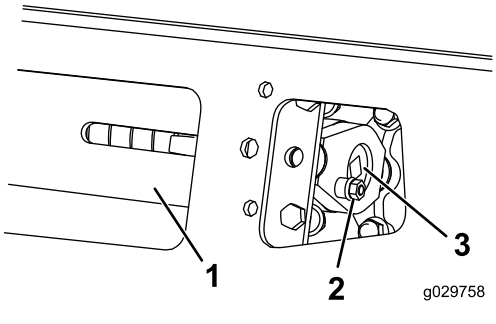

Figura 59
3. Retire el perno de bloqueo, el espaciador y la tuerca (Figura 59).
5. Alinee la muesca más próxima del tornillo tensor con el taladro del perno de bloqueo, y fije el tornillo con el perno de bloqueo y la tuerca (Figura 59).
4. Retire el perno de bloqueo y la tuerca (Figura 59).
5. Usando una llave de carraca de ½", alivie la tensión en la oruga girando el tornillo tensor en sentido horario (Figura 59 y Figura 65).